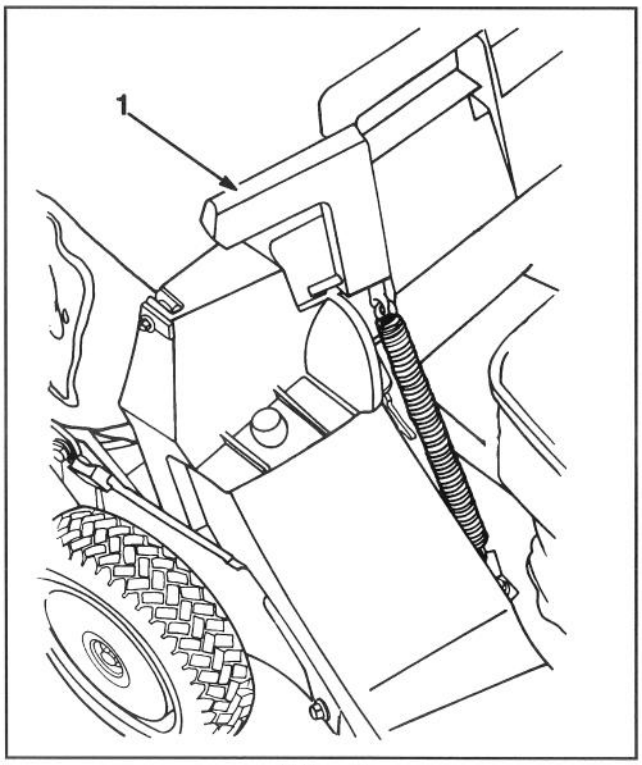

Abb. 15
4. Ziehen Sie den Griff der Auswurftür soweit nach vorne, bis der Stift aus der Sperrklinke ausrastet und bewegen Sie den Griff nach hinten, bis der Stift in die Sackeinkerbung einrastet (Abb. 15). Die Auswurftür im Mähergehäuse ist jetzt geöffnet.